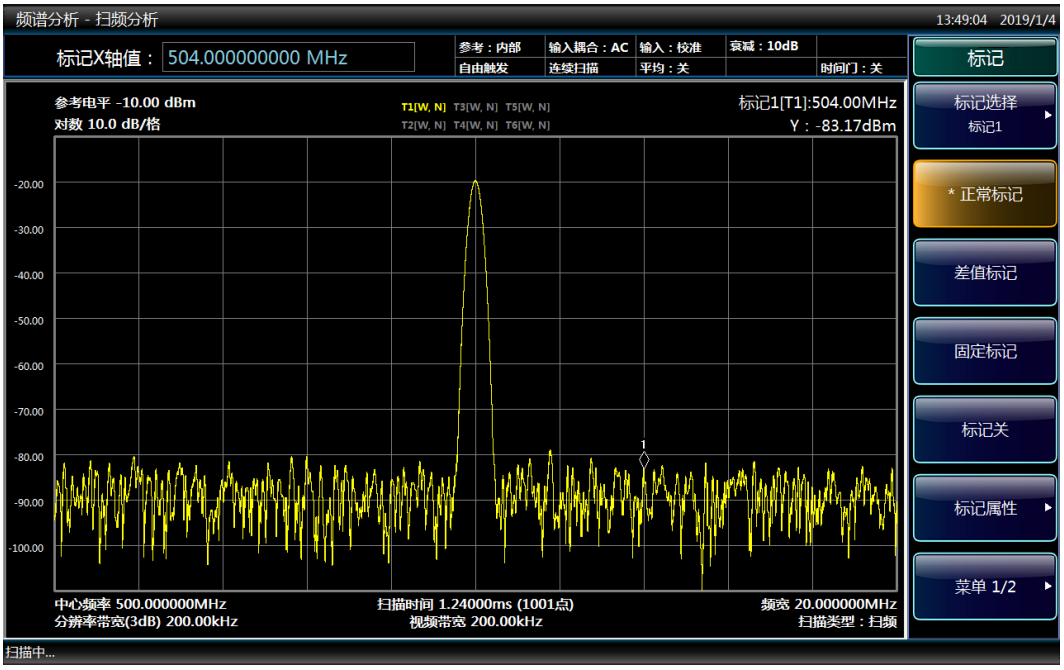

图 3.20 移动标记界面
- 可以通过鼠标点击并拖动该标记或者使用旋钮、箭头键等，将标记移动至其它的位置。标记的当前位置采用白色菱形框表示，如图 3.20 所示。